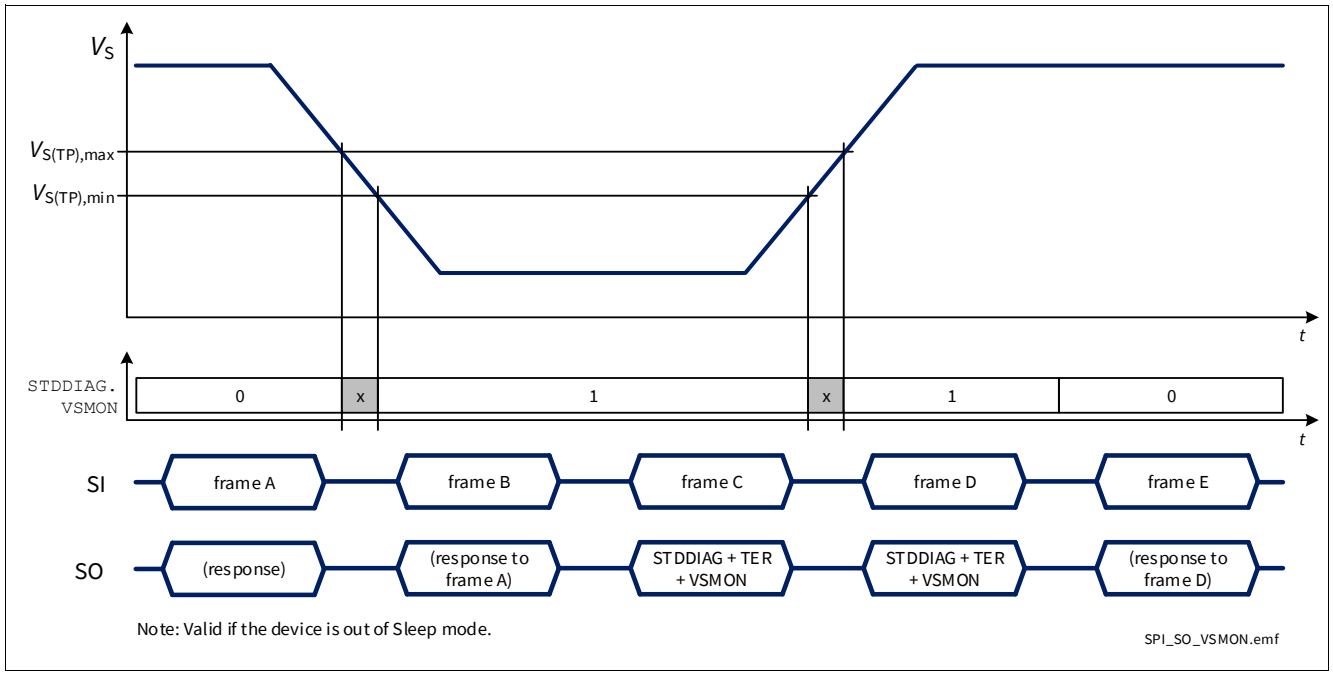

Figure 45 SPI response in case of voltage drop on battery
- When $V_S < V_{S(TP)}$ and **DCR . MUX** $\neq 111_B$, as shown in **Figure 45**